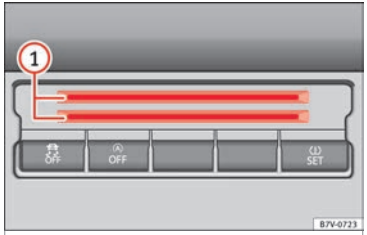

Afb. 180 Onderaan middenconsole: vak voor kaarten.
Aan de onderzijde van de middenconsole bevindt zich een vak ››› afb. 180 (1) voor het opbergen van munten, kaarten, parkeerbewijzen en dergelijke.